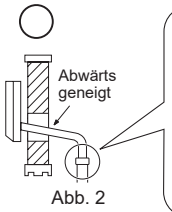

Abb. 2
- Der Ablaufschlauch sollte nach unten gerichtet sein, um ein gutes Abfließen sicherzustellen. (Abb. 2)